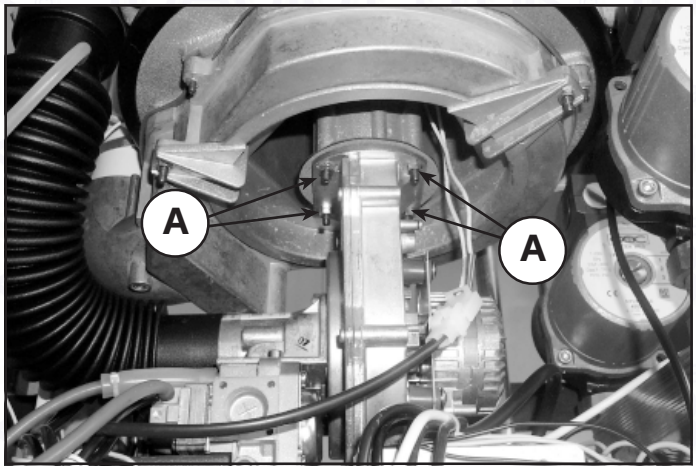
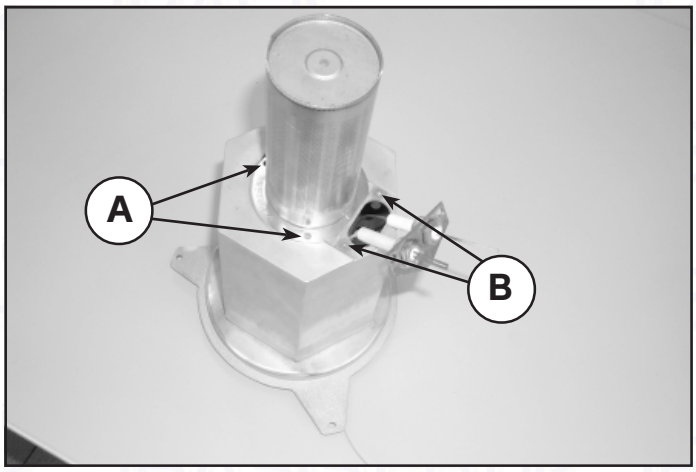

Fig. 25
Fig. 26
- Remove the ignition device “A” (fig. 26) from the valve body, removing the fastening screw “B” (fig. 25)
- Unscrew the four nut “A” fixing the fan (fig. 25)
- To change the burner, remove the three fastening screw “A” (fig. 26)